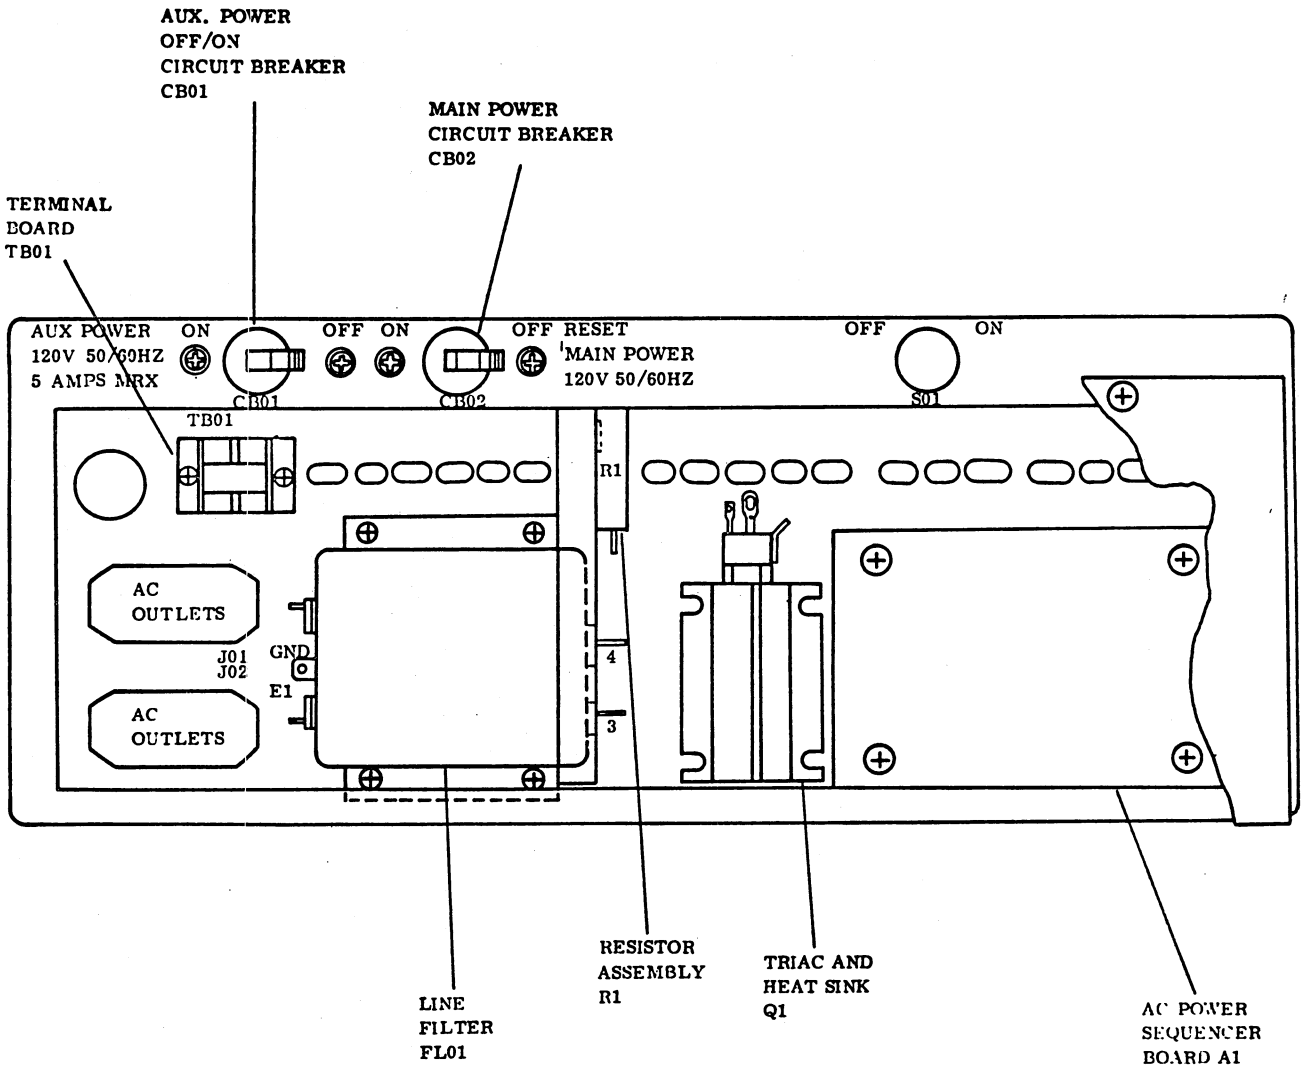

Figure 6G-26. Power Distribution Box Assembly
To replace an ac line filter (figure 6G-26), perform the following:
4. Refer to figure 6G-26 and locate the line filter.
To replace an ac power sequencer (figure 6G-26), perform the following:
4. Refer to figure 6G-26 and locate the power sequencer printed circuit board.
To check and/or replace the circuit breaker in the power distribution box (figure 6G-26), perform the following:
4. Refer to figure 6G-26 and locate the circuit breaker.
To check and/or replace a switch in a power distribution box (figure 6G-26) use an ohmmeter and perform the following:
4. Refer to figure 6G-26 and locate the switch.
4. Refer to figure 6G-26 and locate the resistor assembly (2K Ω , 50 W).